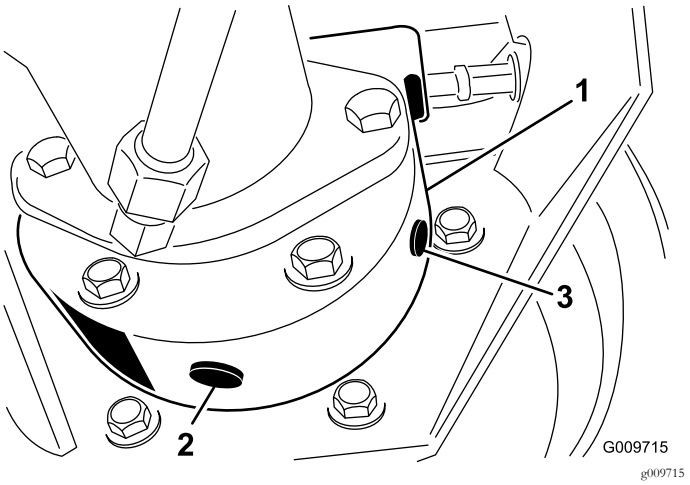

Figur 54
3. Placera ett kärl under bromshuset, ta bort pluggen och låt växeloljan rinna ned i kärlet (Figur 54).